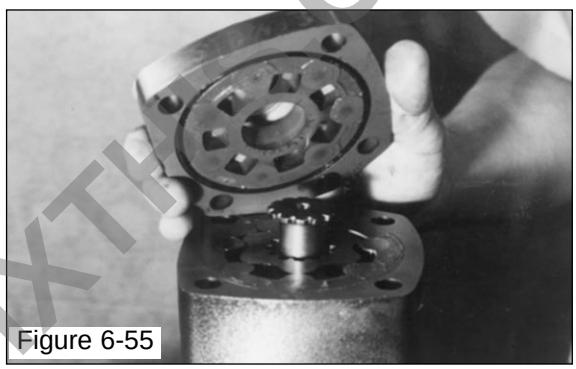

Figure 6-55
16. Install O-rings (902S-12 and 9022S-6) on valve plate and install plate so that drain hole is lined up with block drain hole and O-ring surface is facing up. See Figure 6-55.